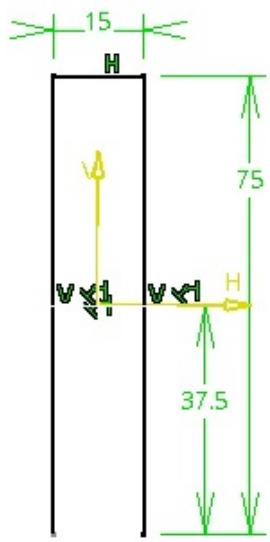

Figure 18-104 *Sketch of the base surface*
a. Create the base feature on the zx plane by using the extruded surface tool, refer to Figures 18-104 and 18-105.
2. Invoke the sketcher environment using the zx plane as the sketching plane and create the sketch of the base surface, as shown in Figure 18-104.